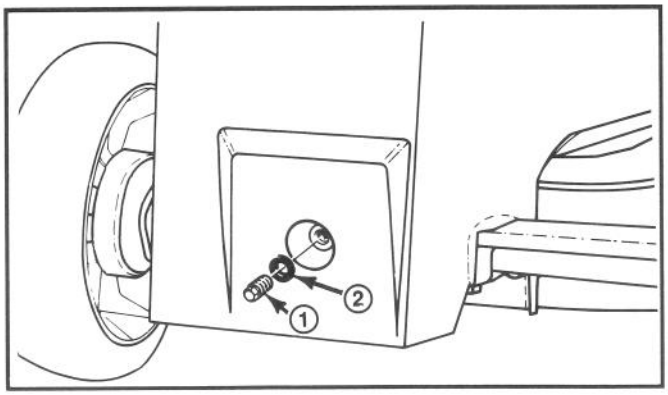

Abbildung 28
4. DEN GETRIEBEÖLSTAND PRÜFEN—Greifen Sie zwischen die Deckplatte und das Getriebegehäuse und reinigen Sie um den Getriebestopfen und die Dichtung (Abb. 28). Entfernen Sie Stopfen und achten Sie auf Öl, das heraustropft.Tropft Öl heraus, bringen Sie den Stopfen schnell wieder an, da der Ölstand korrekt ist. Wenn nicht, geben Sie Getriebeöl zu: siehe Schritt 5.